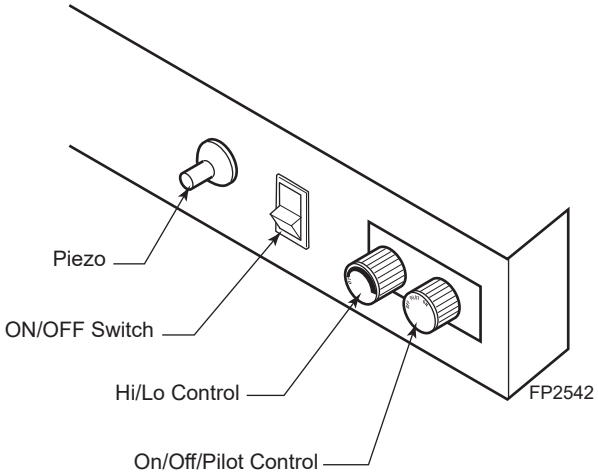

Figure 37 - Millivolt Controls
4. *Refer to Page 22, Figure 37* for the location of the piezo ignitor and control knob. Push in gas control knob slightly and turn control knob clockwise to the OFF position.